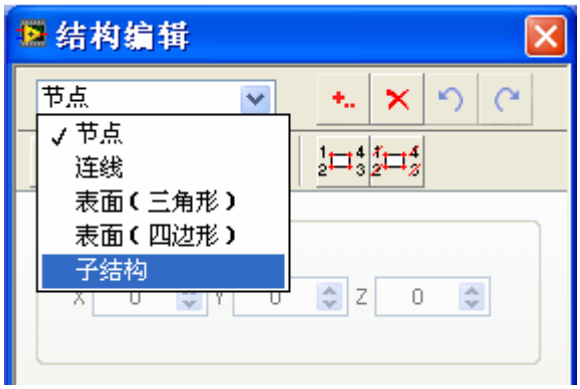

图 5-3 选取对象类型
- 如图 5-3 所示，在结构编辑窗口的对象类型列表中选中子结构。